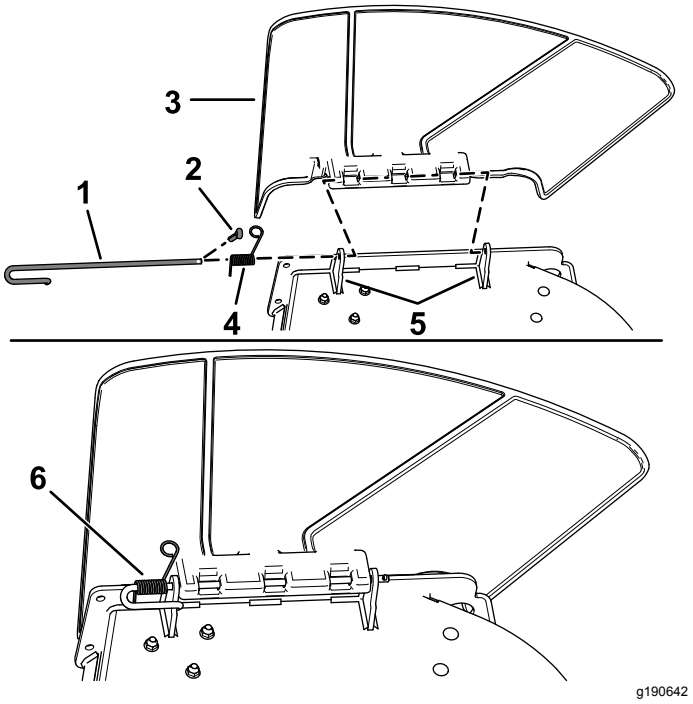

Figur 6
ud af de svejsede skjoldbeslag, fjederen og udblæsningsdeflektoren (Figur 6).
2. Afmonter deflektoren (Figur 6).